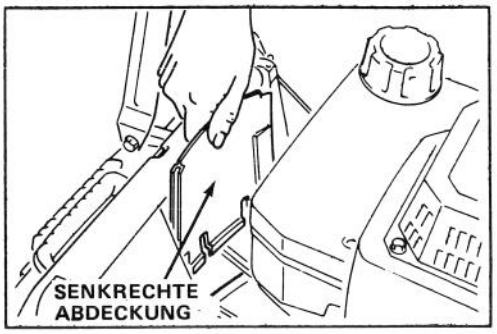

Bild 28
3. Die senkrechte Platte vor dem Getriebe gerade nach oben abnehmen (Bild 28).